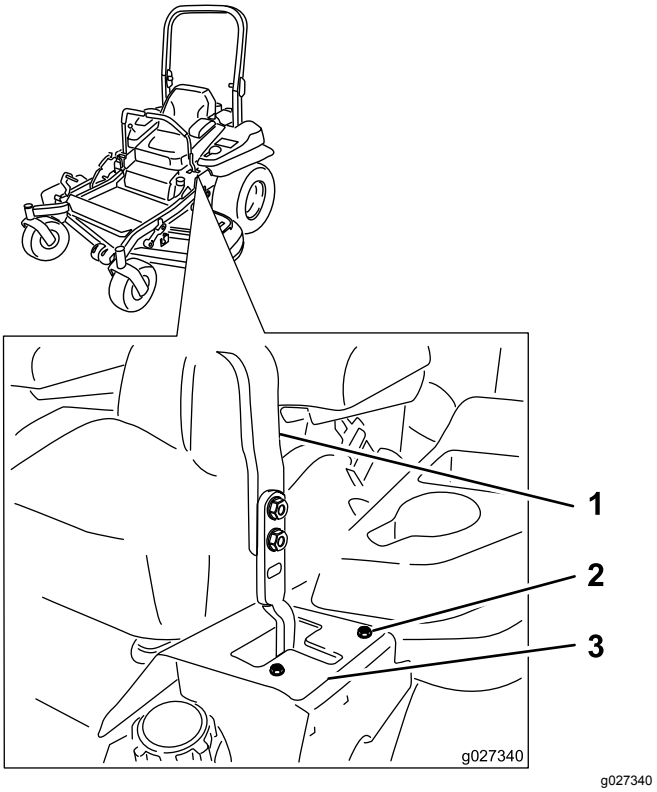

**Figur 68**
6. Om den går åt höger lossar du på skruvarna och justerar den vänstra stopplattan bakåt i den vänstra T-skåran tills maskinen går rakt (Figur 68).
7. Om den går åt vänster lossar du på skruvarna och justerar den högra stopplattan bakåt i den högra T-skåran tills maskinen går rakt (Figur 68).
8. Dra åt stopplattan (Figur 68).